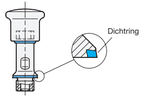

Abb. 1
Es ist daher auf die richtige Einbaulage zu achten (Abb. 1).
- Die Einbaulage, wie in Abb. 1 zu sehen, garantiert ein selbstständiges Ablaufen von Flüssigkeiten.